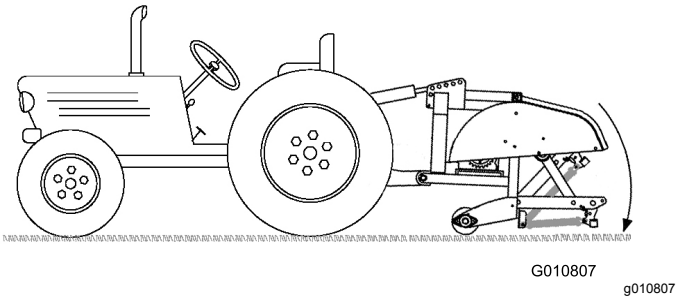

**Figuur 13**
4. Breng de beluchter volledig omlaag en trek de hydraulische bovenste schakel van de cilinder of de bovenste schakel volledig uit (Figuur 13).